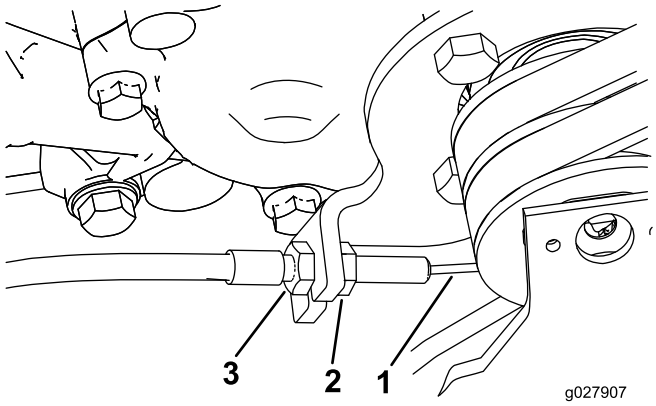

Figur 43
3. Hvis du ønsker å øke kabelspenningen, må du løsne på den fremre og stramme den bakre låsemutteren på kabelen (Figur 43) til du oppnår kraften på 2,75 til 3,25 kg for å koble til trekkontrollen.